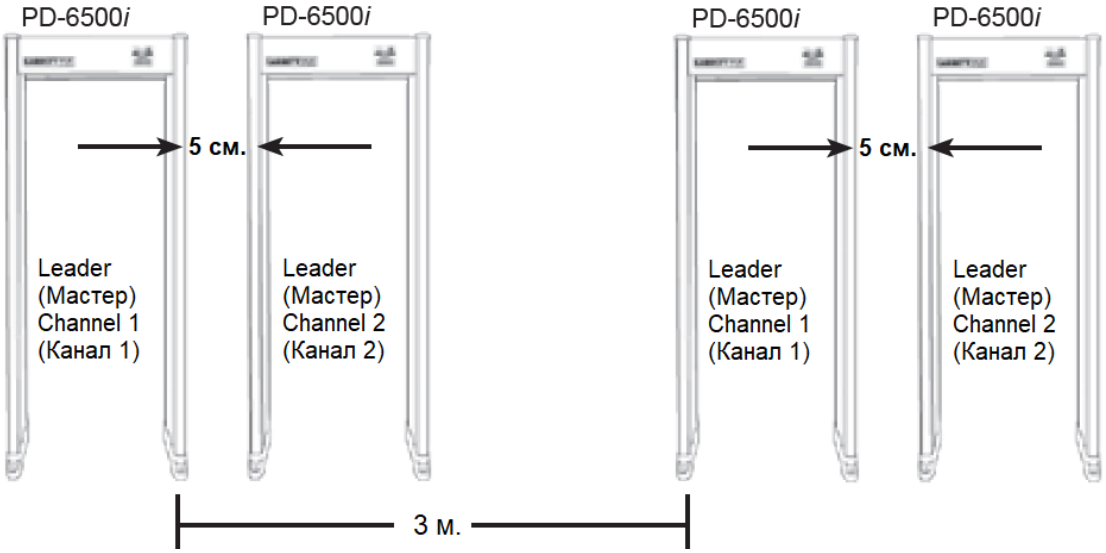

Рисунок 2- 7
- Все используемые металлодетекторы PD6500i (См. Рисунок 2- 7)